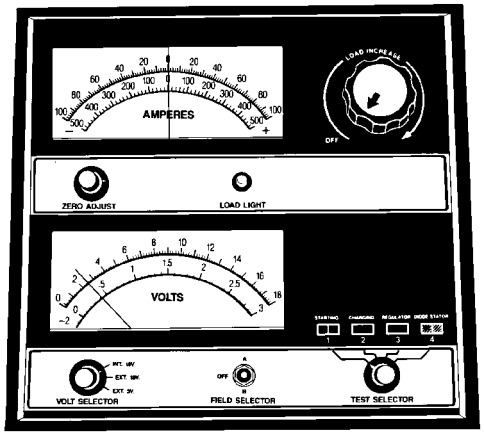

Fig. 14 Voltímetro de precisión de 1/10 voltios (conectado)
(1) Mida el voltaje entre los bornes de la batería con un voltímetro de precisión de 1/10 voltios (Fig. 14). Si el voltaje es inferior a los 10 voltios, la corriente de carga resulta baja y lleva cierto tiempo que acepte una corriente superior a unos pocos miliamperios. Es probable que esa corriente baja no se detecte en los amperímetros incorporados de muchos cargadores.